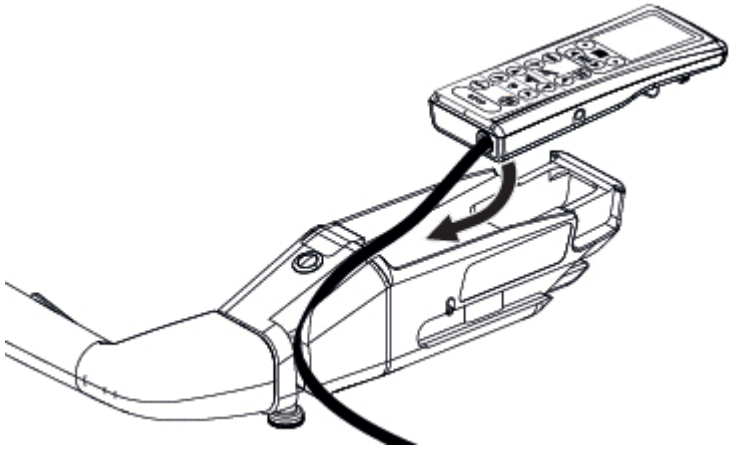

Figure 7-11. Installer la commande manuelle principale
1. Faire passer le câble de connexion dans la rainure de la poignée de transfert motorisée. Voir *Figure 7-11*.